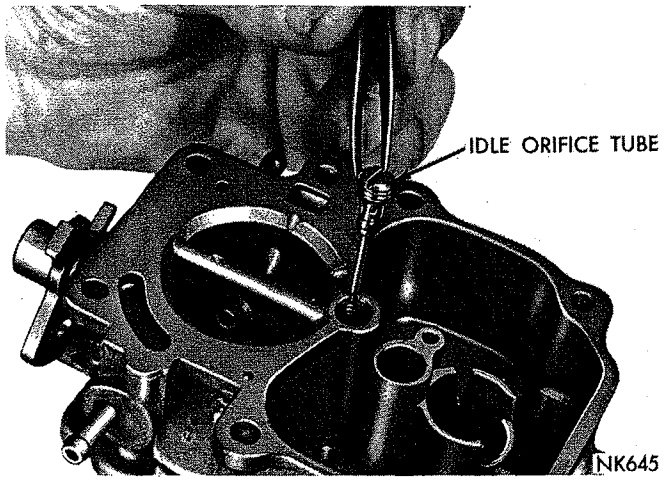
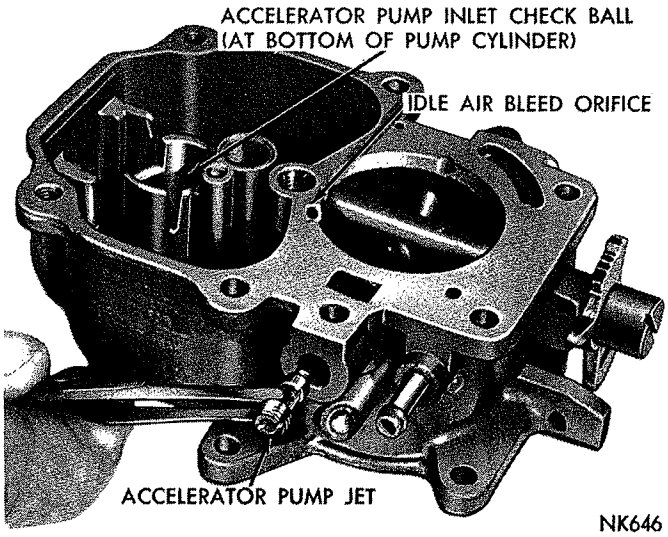

***Fig. 6—Removing or Installing Idle Orifice Tube***
***Fig. 7—Removing or Installing Accelerator Pump Jet***
(13) Unscrew and remove idle orifice tube (Fig. 6).
(14) Invert carburetor and drop out the accelerator pump check balls from their respective seats.
(15) Using Tool T109-43 plug remover, remove accelerator pump jet plug. Using Tool T109-59T, remove accelerator pump jet, as shown in (Fig. 7).
(4) Install accelerator pump jet, as shown in (Fig. 7). Tighten securely, using Tool T109-59T. Install a new plug and drive tightly in place.
(5) Install idle orifice tube, refer to (Fig. 6). Tighten securely.